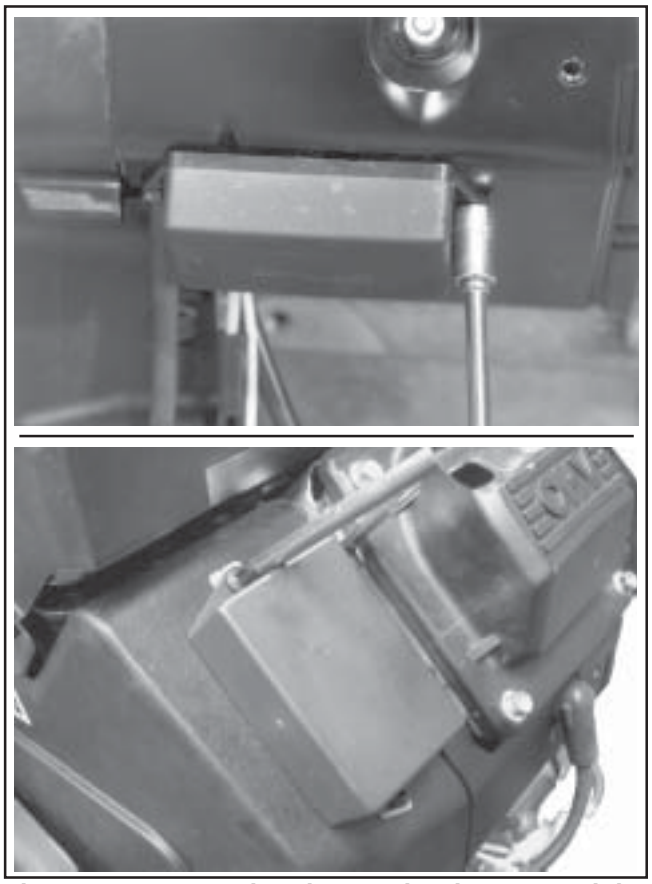

Figure 9-33. Removing the Spark Advance Module (Applicable Models).
3. The rectifier-regulator does not have to be detached from the blower housing. If the engine is equipped with SMART-SPARK™ the SAM module should be removed from the cylinder baffle or blower housing. See Figure 9-33. The module willing hang loose as part of the wiring harness.